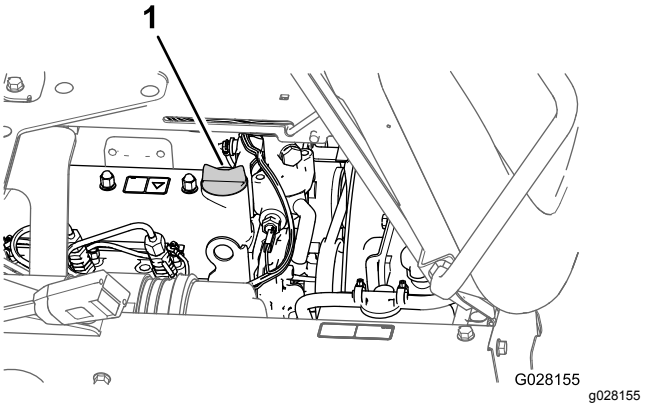

Figur 71
3. Om oljenivån är låg tar du bort påfyllningslocket från ventilkåpan och fyller på med olja i påfyllningsröret tills nivån når upp till markeringen Full på oljestickan (Figur 71).